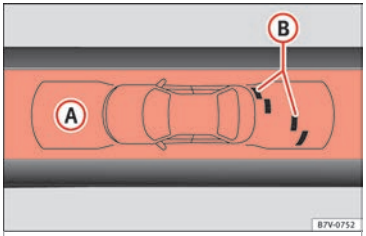

Fig. 211 On-screen OPS display: (A) has detected an obstacle in the segment; (B) restricted area in front of the vehicle.
The zone in which obstacles are recognised runs to a distance of around 120 cm from the front of the vehicle and up to 60 cm to the side »» Fig. 211 (B). Behind the vehicle, the zone analysed reaches a distance of up to 160 cm and around 60 cm to the sides »» Fig. 210 (C).
The image displayed represents the supervised zones in several segments. As the vehicle moves closer to an obstacle, the segment moves closer to the vehicle displayed »» Fig. 210 (B) and »» Fig. 211 (A). When the penultimate segment is displayed, this means that the vehicle has reached the collision zone. **Stop the vehicle!**